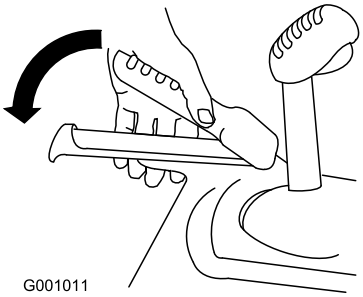

Bild 14
3. Drücken Sie den linken Griff (Fahrantrieb) zum Handgriff (Bild 14).
6. Drücken Sie den linken Griff (Fahrantrieb) zum Handgriff (Bild 14).